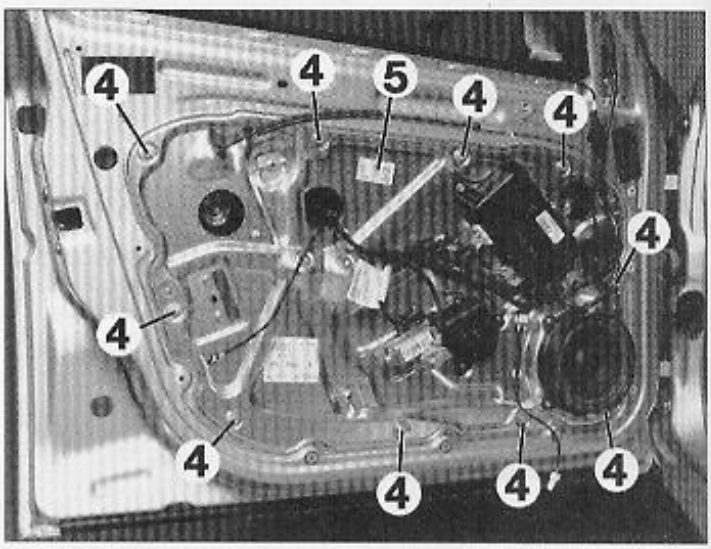

FIG. 44
- Desserrer la vis interne (1) jusqu'à pouvoir extraire le barillet (2) à l'aide de la clé (3).
- Déposer les vis de fixation (4) du support (5) **(Fig.44)**.